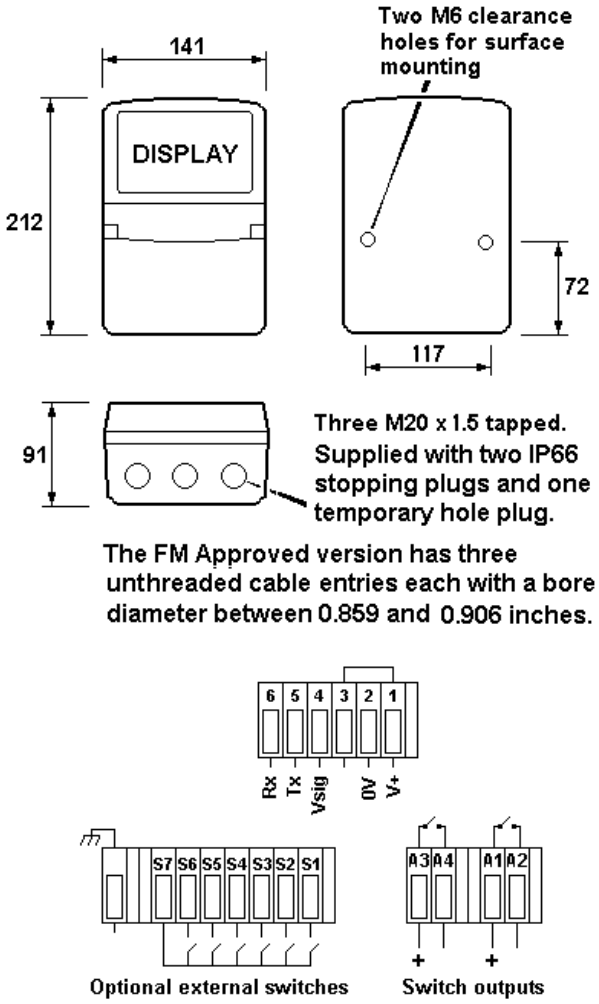

Fig 9 Dimensions and terminal connections
d. Connect the field wiring to the terminals as shown in Fig 9.